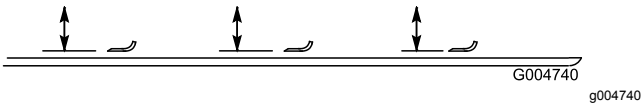

Figur 109
2. Roter kniven til endene vender fremover og bakover og mål fra innsiden av klippeenheten til kniveggen på forkanten av kniven (Figur 109).